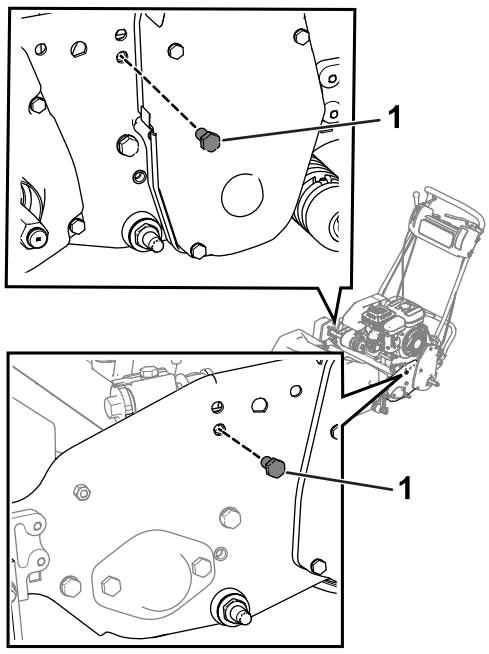

Figur 4
1. Fjern og kast bolten fra den øvre rammen på begge sideplater som vist i Figur 4.